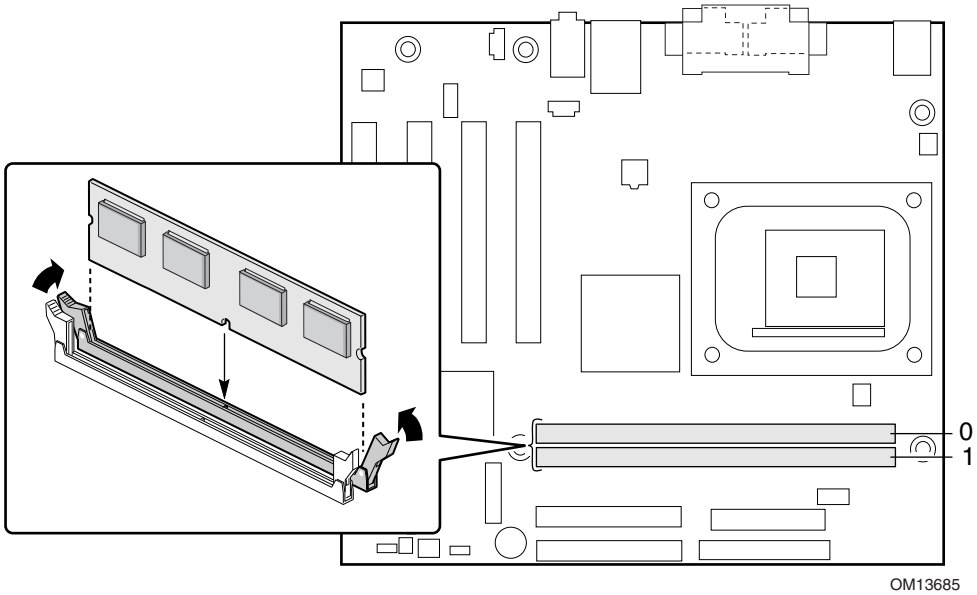

Figure 7. Installing a Memory Module
Desktop Board D845GVAD2 has two DIMM sockets arranged as DIMM 0 and DIMM 1, as shown in Figure 7. If installing a single DIMM, install it in DIMM 0.
3. Remove the computer’s cover and locate the DIMM sockets (see Figure 7).
5. Position the DIMM above the socket. Align the two small notches in the bottom edge of the DIMM with the keys in the socket (see inset in Figure 7).